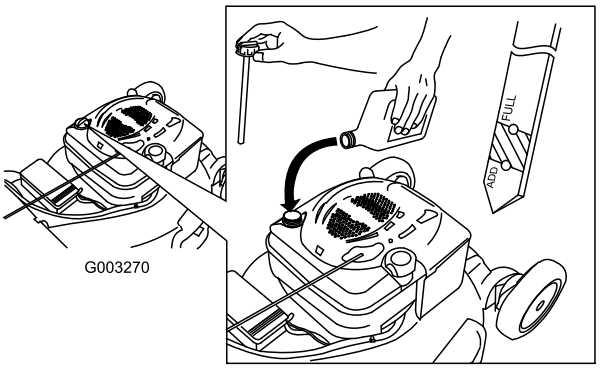

Figuur 10
2. Verwijder de peilstok (Figuur 10).
5. Haal de peilstok eruit en lees het oliepeil af; zie Figuur 10.